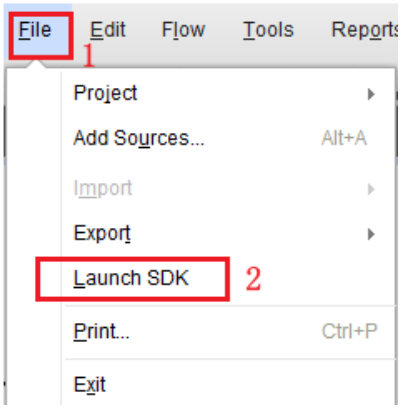

图 1-21 进入 SDK 软件
2. 进入 SDK 软件，点击 File->Launch SDK，如下图 1-21 所示。